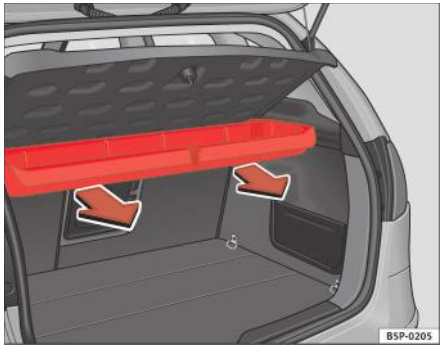

Fig. 123 Demontarea compartimentului de depozitare
– Trageți până când compartimentul este eliberat din punctul de fixare ⇒ fig. 123.